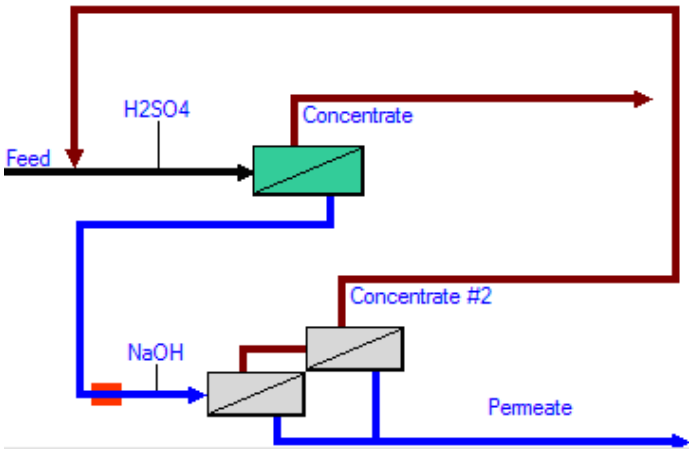

Figura 5.57: Sistema de dos pasos con recirculación del concentrado del paso 2
- Pass 2 Conc to Pass 1 Feed: Esta opción, traducida como “Concentrado del segundo paso a alimentación del primer paso” activa una recirculación que, como su propio nombre indica, lleva el concentrado que sale del segundo paso a la alimentación del primer paso, tal y como se muestra en la figura 5.57.
A pesar de lo que se muestra en la figura 5.57, con esta opción no tiene por qué recircularse la totalidad del concentrado que sale del segundo paso, sino que puede llevarse solamente una fracción.